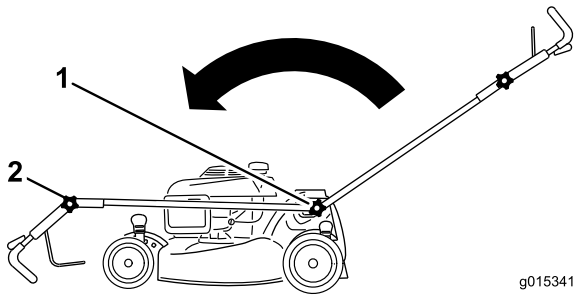

Figura 40
1. Allentate entrambe le manopole che fissano la stegola al telaio finché non riuscite a muovere liberamente la stegola stessa (Figura 40).
2. Piegate la stegola in avanti come mostrato nella Figura 40.
3. Allentate la manopola della sezione superiore della stegola e piegatela come mostrato in (Figura 40).